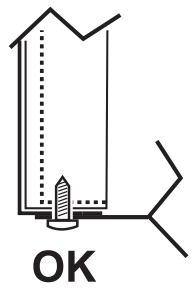

fig. 17 - montage met onderste schroeven
3. Ga in omgekeerde volgorde te werk om het voorpaneel weer terug te plaatsen. Zorg ervoor dat het goed vastzit op het bovenpaneel en volledig steunt op de zijpanelen. De kop van schroef "A" moet, eenmaal vastgedraaid, geplaatst worden zoals in “fig. 17 - montage met onderste schroeven”).